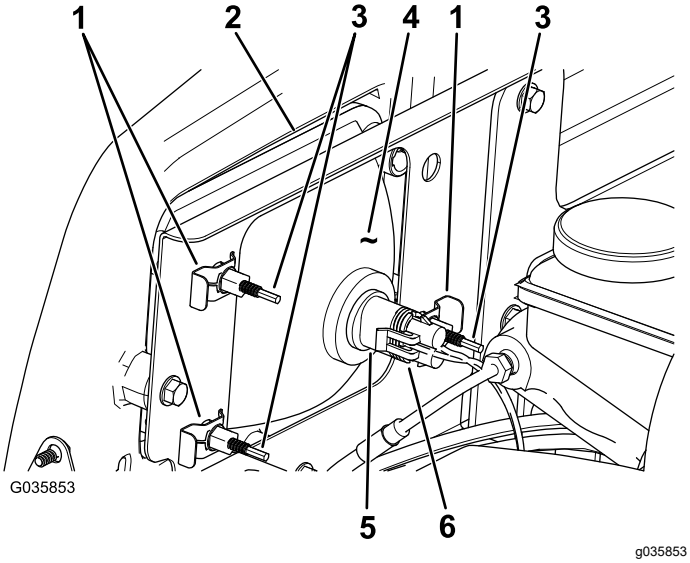

Figuur 50
3. Koppel de elektrische aansluiting voor de kabelboom los van de aansluiting van de lamp (Figuur 50).
4. Verwijder de snelklemmen waarmee de koplamp aan de koplampbeugel is bevestigd (Figuur 50).
5. Verwijder de koplamp door deze naar voren door de opening in de voorbumper te trekken (Figuur 50).
6. Monteer de nieuwe koplamp via de opening in de bumper (Figuur 50).
8. Koppel de elektrische aansluiting voor de kabelboom aan op de aansluiting van de lamp (Figuur 50).
2. Draai achteraan de koplamp de stelschroeven (Figuur 50) om de koplamp te draaien en de straal te richten.